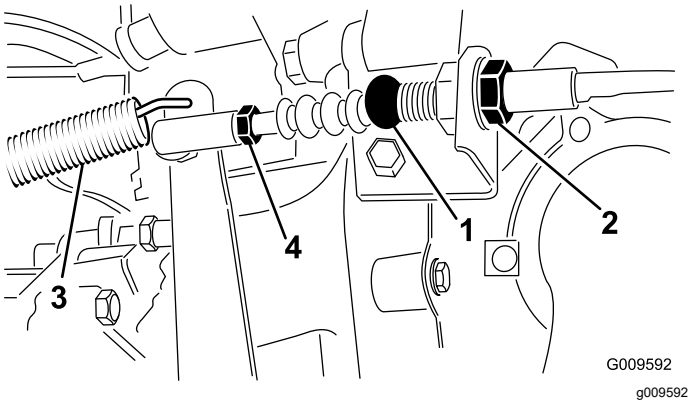

Figuur 68
1. Draai de contramoeren los waarmee de koppelingskabel vastzit aan de beugel op de koppelingsbehuizing (Figuur 68).